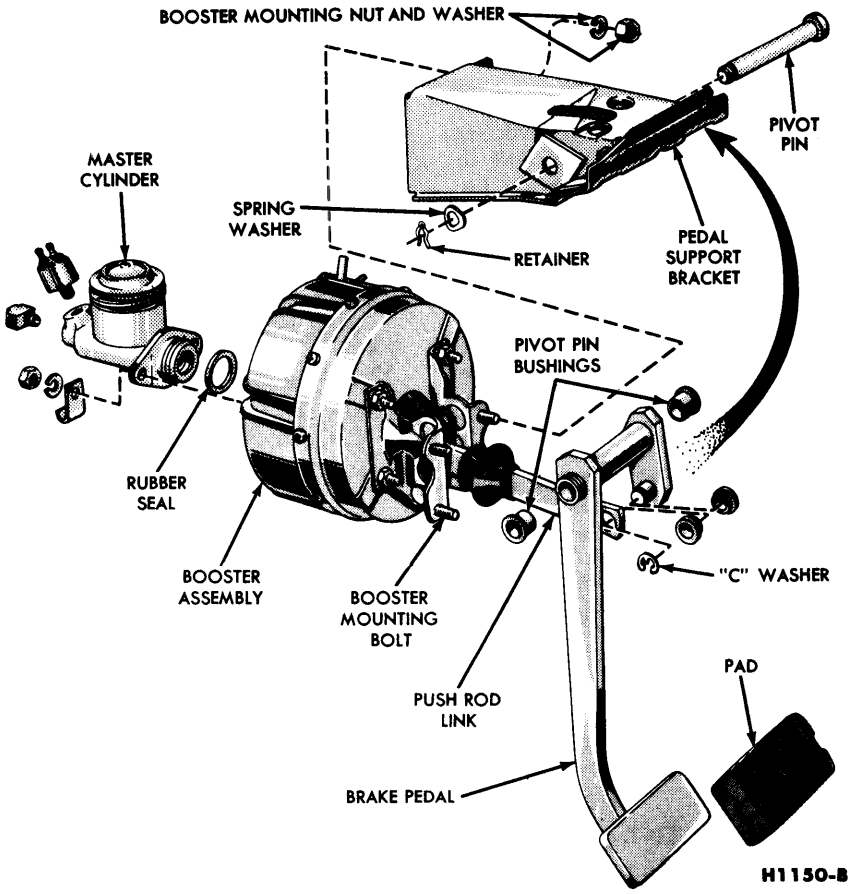

FIG. 5—Brake Pedal and Related Parts
4. Remove the rubber seal from the groove in the master cylinder (Fig. 5).
6. Install the rubber seal in the groove of the master cylinder housing (Fig. 5), and install the master cylinder over the push rod onto the two studs that are integral with the booster body. Install the lockwashers and retaining nuts. Torque to specification.
1. Remove the C-washer that retains the push rod link to the brake pedal assembly (Fig. 5).
4. Install the spring washer and secure the pivot pin in place by installing the retainer in the groove at the left end of the pin (Fig. 5).